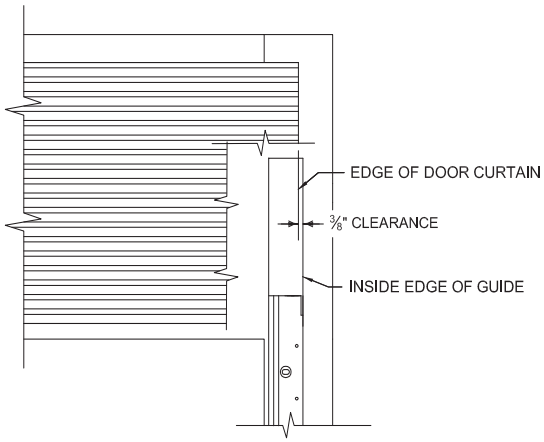
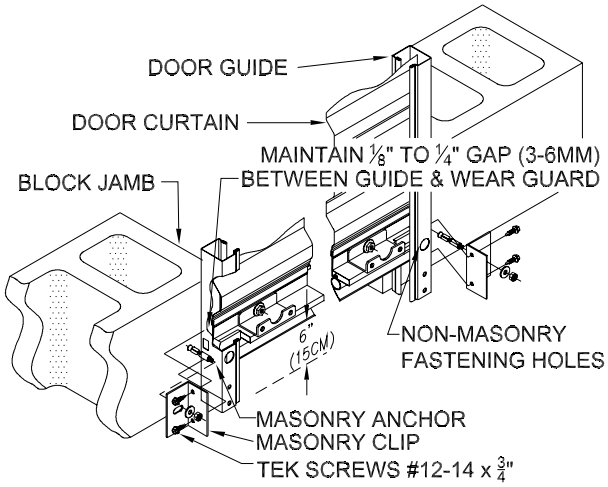

Figure 10.
Figure 12
7.1 Position the guides against the jambs according to the clearance shown in Figure 10 (Figure 11 if windlock model). Loosely fasten the top of each guide to the door jamb. This will allow slight adjustment of the guides as the door installation is completed (guides on doors 14’-10” and taller will have a splice). **DO NOT** install the remaining fasteners until such time as the adjustment is true. Level one guide and loosely install a second fastener in the bottom hole. If mounting to masonry, install clips provided as shown in Figure 12. Align the clips with the holes along the length of the guide and flush with the back of the guide. (Anchors by others).